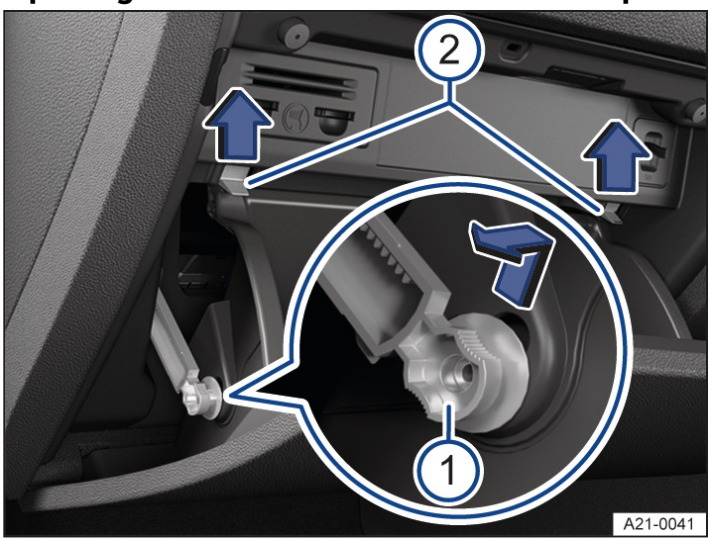

Fig. 2 On the passenger's side: Fuse box cover in the instrument panel (right-hand drive vehicles).
1. Open the glove box, and empty it if necessary→ *fig. 2*.
2. Push the damper element downwards into the bracket opening and pull out sideways→ *fig. 2* (1).
3. Push the catches up in the direction of the arrow while at the same time opening the storage compartment further → *fig. 2* (2).
1. Move the storage compartment into position→ *fig. 2*.
2. Insert the damper element into the opening on the bracket and push upwards until you hear it engage → *fig. 2* (1).
3. Push the storage compartment carefully forwards past the resistance of the stop pin→ *fig. 2* (2).